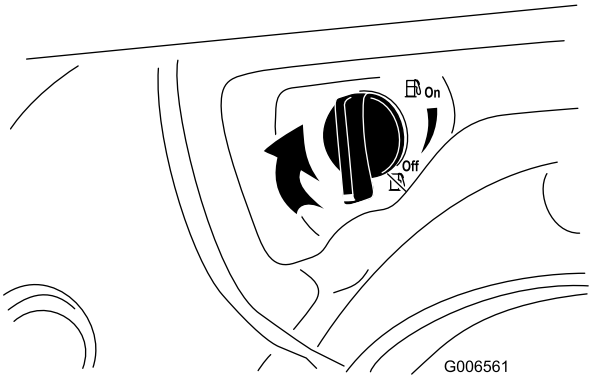

Figur 32
4. Luk brændstofafbryderventilen ved at dreje den med uret (Figur 32).